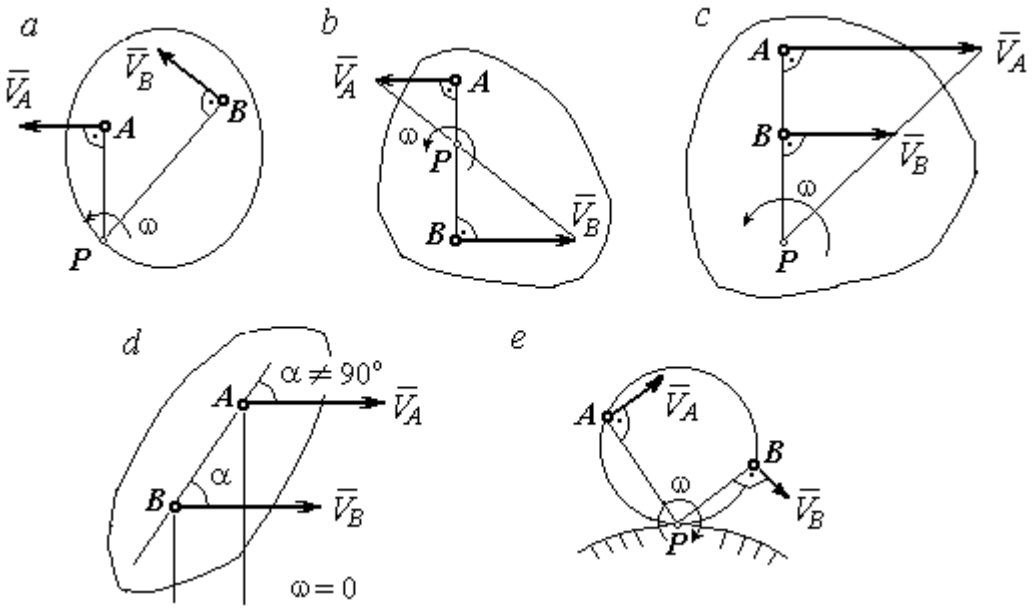

Рис. 2.1. Способы построения мгновенного центра скоростей
1. Если известны направления скоростей $\vec{V}_A$ и $\vec{V}_B$ каких-нибудь двух точек *A* и *B* плоской фигуры, то мгновенный центр скоростей находится в точке пересечения перпендикуляров, восстановленных из этих точек к векторам скоростей (рис. 2.1, *a*).
2. Если скорости $\vec{V}_A$ и $\vec{V}_B$ двух точек *A* и *B* плоской фигуры известны и параллельны друг другу, а линия *AB* перпендикулярна $\vec{V}_A$ (и, конечно, $\vec{V}_B$), то мгновенный центр скоростей определяется как точка пересечения линий, проведенных через основания и вершины векторов скоростей (построение показано на рис. 2.1, *b*, *c*).
3. Если скорости $\vec{V}_A$ и $\vec{V}_B$ двух точек *A* и *B* параллельны друг другу, но линия *AB*, соединяющая эти точки, не перпендикулярна векторам скоростей (рис. 2.1, *d*), то мгновенная угловая скорость тела равна нулю и движение тела
4. Если плоскопараллельное движение осуществляется путем качения без скольжения одного тела по неподвижной поверхности другого, то мгновенный центр скоростей расположен в точке касания катящегося тела с неподвижной поверхностью (рис. 2.1, *e*).